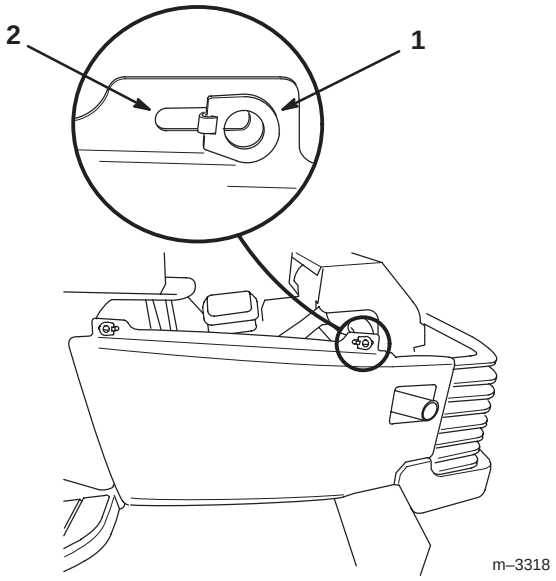

Bild 3
A. Heben und drehen Sie beide Riegel an den Seitenwänden um 90˚ oder bis diese mit dem offenen Schlitz flüchtig sind (Bild 3).